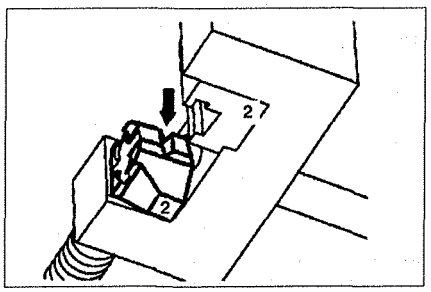

Рис. 2.91. Извлеките сжимающий элемент 2 и переустановите его (стрелка).
10. Извлеките сжимающий элемент **2** и переустановите, установив его на заклепанный профиль **(стрелка)** (см.рис.2.91).